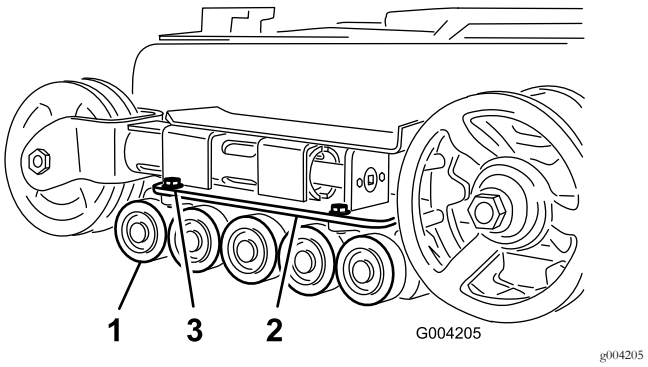

Figuur 51
2. Draai de 4 bouten los waarmee de onderste rupsbandgeleider met de wegwielen is bevestigd en verwijder de schroeven (Figuur 51).